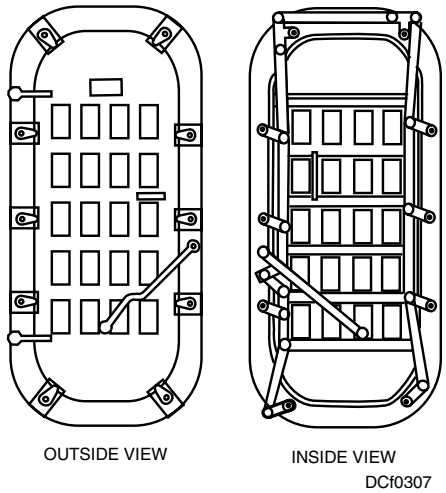

Figure 3-7. Quick-acting watertight door.
The following list and illustrations (figs. 3-7 through 3-10) provide information on four of the many types of watertight closures on a ship. For more detailed information, refer to NAVSEA Publication S9169-AW-DCB-010.
1. **Quick-Acting Watertight Door (fig. 3-7)**—Used for routine passage and access/egress into superstructure from weatherdecks, main passageways, or manned spaces, such as Combat Information Center, Radio Central, Machinery Room, or Damage Control Central. These doors are usually placed in high traffic areas.